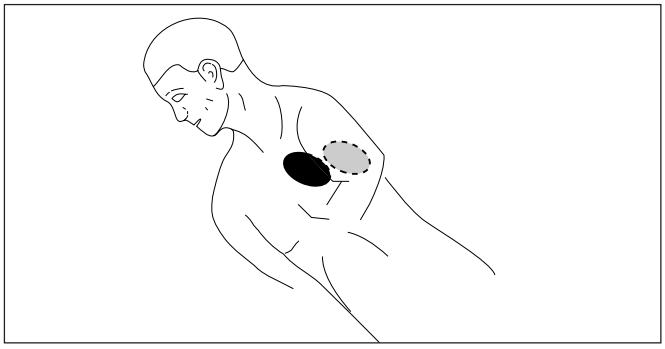

Bild 6-3. Aufsetzen der Defibrillationselektroden (Seitenlage)
- setzen die eine Elektrode in der Mitte zwischen linkem Schulterblatt und Wirbelsäule in Herzhöhe auf und die andere Elektrode neben das Brustbein in Höhe des 2. ICR (Bild 6-3).